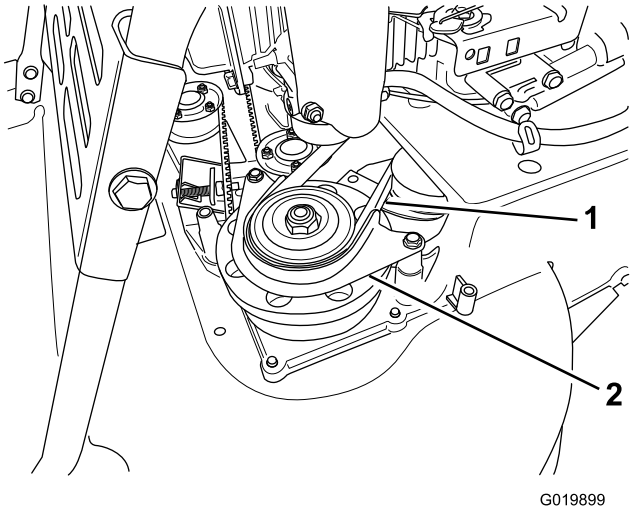

Figura 36
6. Togliete il paracinghia BBC (Figura 36).